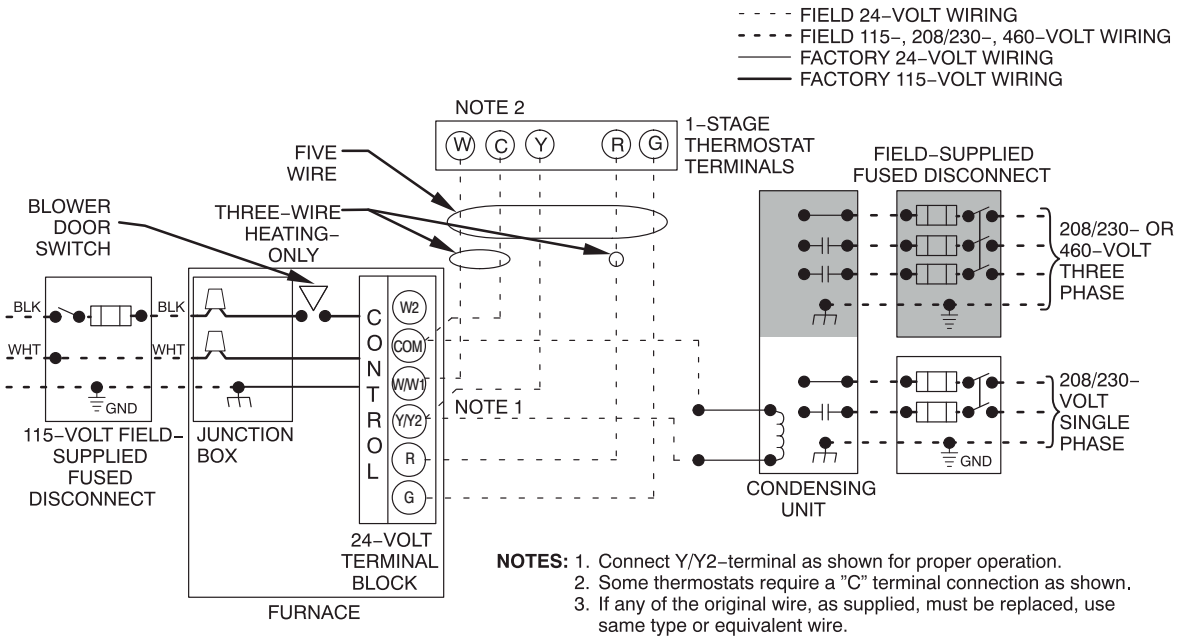
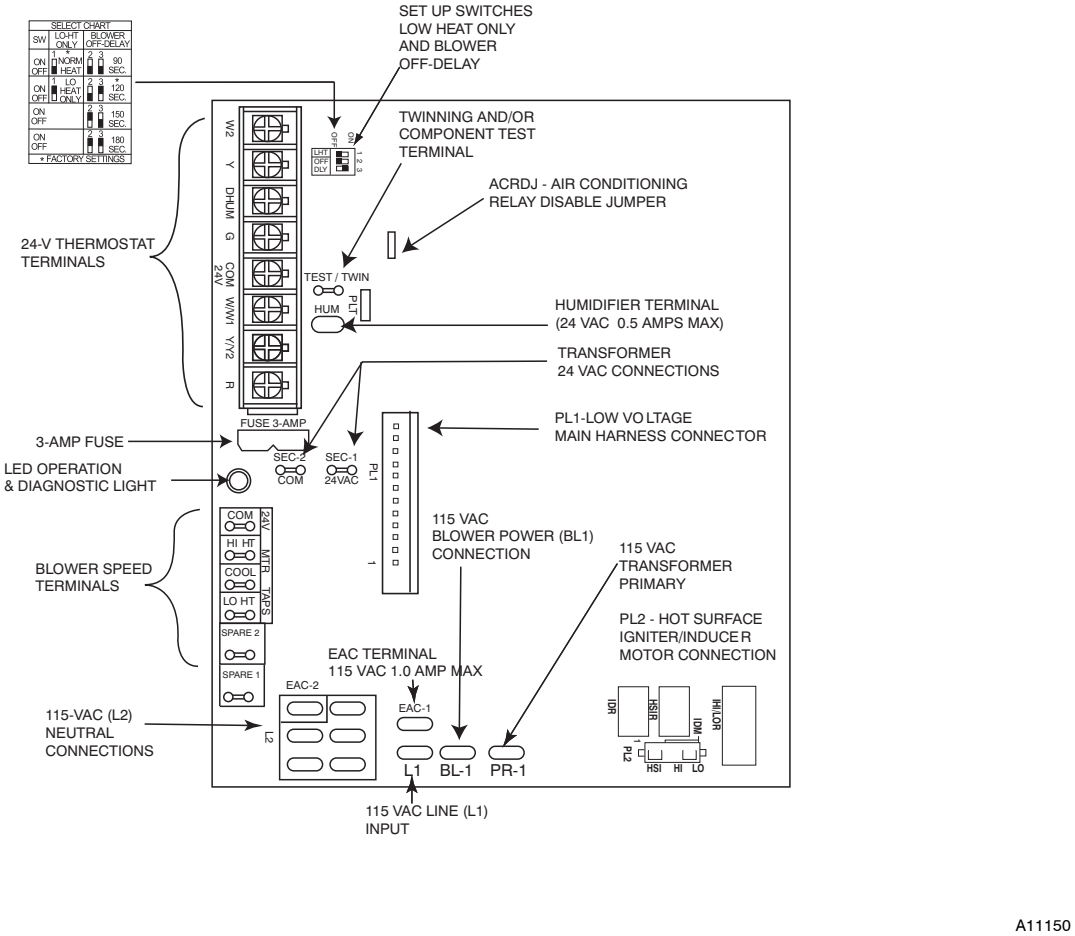

Fig. 34 - Typical Two-Stage Field Wiring Diagram
Fig. 35 - Example of Two-Stage Furnace Control
See Fig. 34 for field wiring diagram showing typical field 115-v wiring. Check all factory and field electrical connections for tightness.
7. Connect field power and neutral leads to furnace power leads as shown in Fig. 34.
6. Connect power cord power and neutral leads to furnace power leads as shown in Fig. 34.
5. Connect field power and neutral leads to furnace power leads. as shown in Fig. 34.
Make field 24-v connections at the 24-v terminal strip. See Fig. 35. Connect terminal Y/Y2 as shown in Fig. 34 for proper cooling operation. Use only AWG No. 18, color-coded, copper thermostat wire.
The 24-v circuit contains an automotive-type, 3-amp. fuse located on the control. Any direct shorts during installation, service, or maintenance could cause this fuse to blow. If fuse replacement is required, use ONLY a 3-amp. fuse of identical size. See Fig. 35.
A single stage heating and cooling thermostat can be used with the furnace. The furnace control board CPU will control the furnace and outdoor unit staging. A two stage heating and cooling thermostat can also be used to control the staging. For two stage thermostat control of the furnace staging, turn SW1-LHT ON at the furnace control board. For two stage thermostat control of a 2-stage outdoor unit, remove the ACRDJ jumper from the furnace control board. Refer to typical thermostat wiring diagrams and the Sequence of Operation section for additional details. Consult the thermostat installation instructions for specific information about configuring the thermostat. See Fig. 35 and 36.